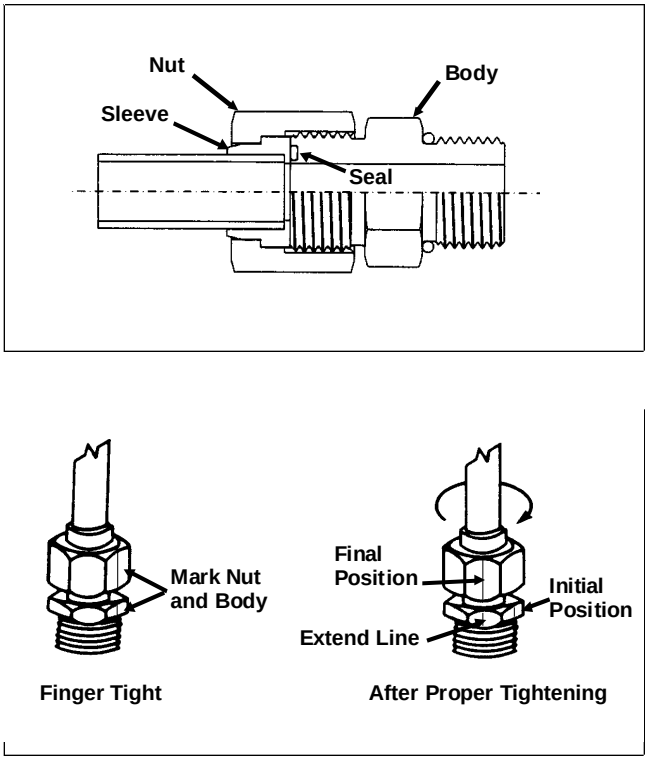

Figure 3
1. Make sure both threads and sealing surfaces are free of burrs, nicks, scratches, or any foreign material (Fig. 3).